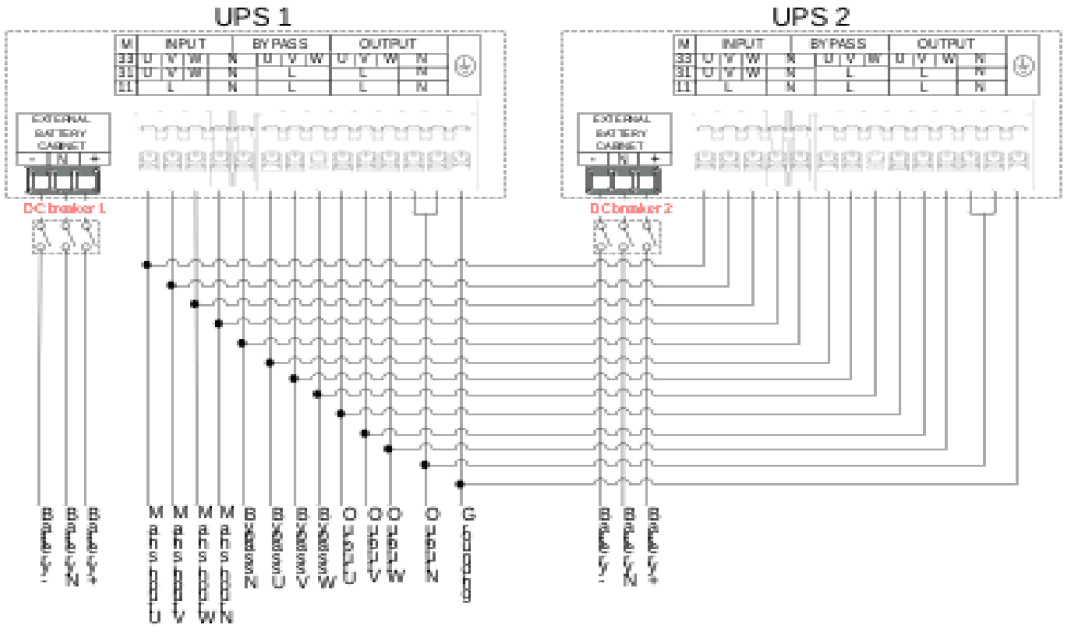
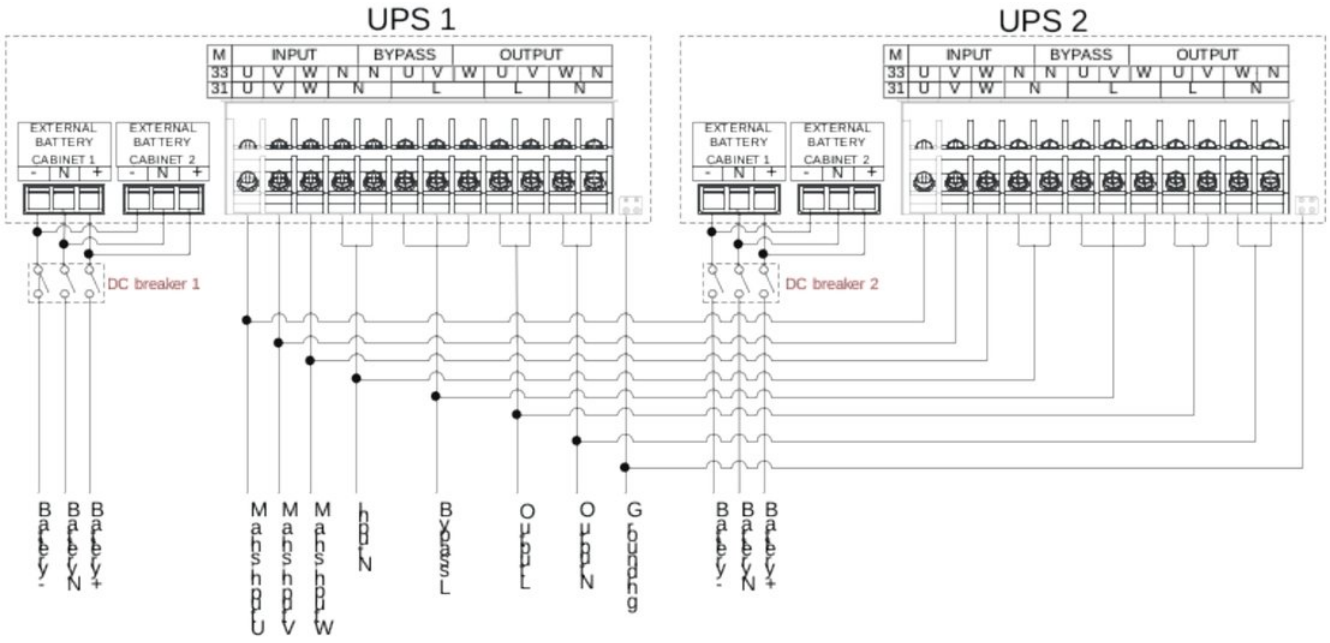

FIGURE 3-29 33 mode parallel system wiring diagram of 10K/15K/20K UPS
FIGURE 3-33 31 mode parallel system wiring diagram of 30K/40K UPS
2. Connect the input, bypass, output and battery cables of the parallel system as shown in Figure 3-29 to Figure 3-33.